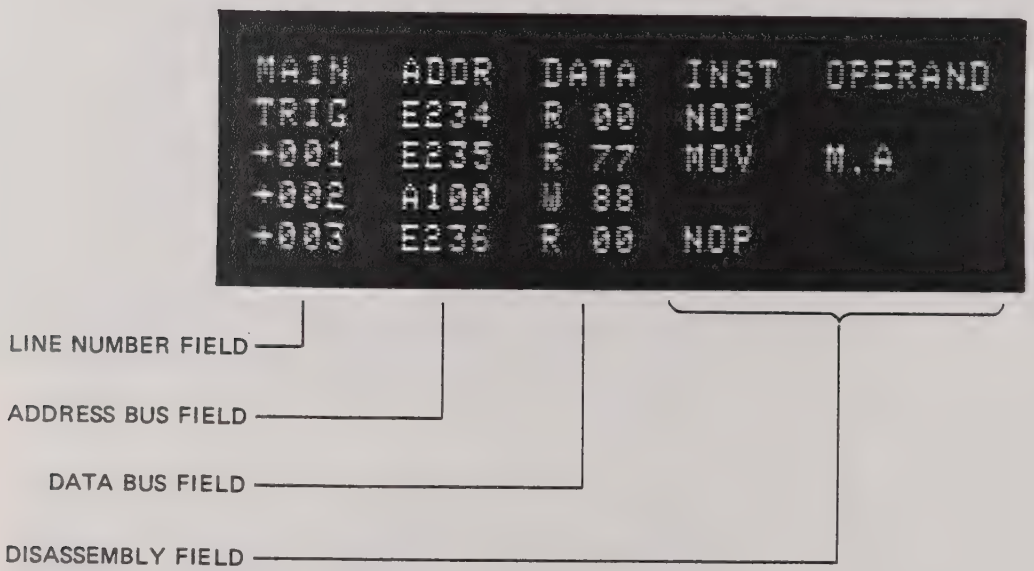

Figure 9.6 - 8080/8085 Mnemonics Mode Display
9.3.3.1 Refer to Figure 9.6 which shows a typical mnemonics mode display. Each display segment is identified in the figure and described in the following subsections.